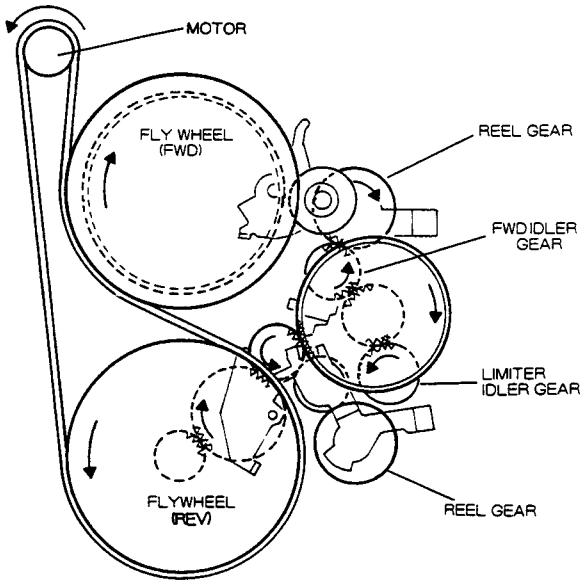

Fig. 17
(1) FWD play is obtained when the REV idler gear is released from the limiter idler gear. (Fig. 17)